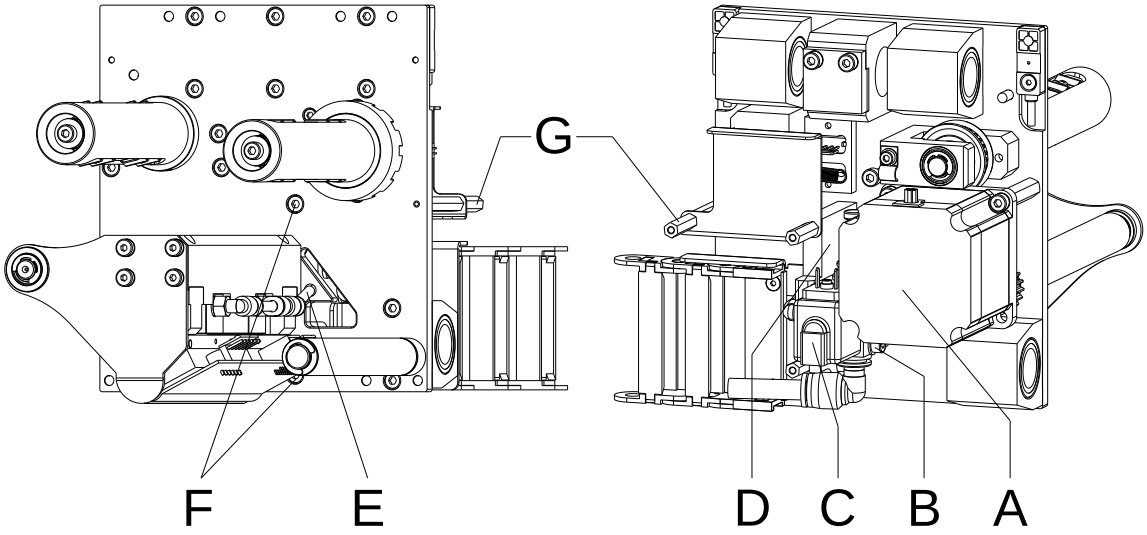

Abbildung 32
1. Neues Ventil (C, Abbildung 32) platzieren und kompletten Halter für Ventil (D, Abbildung 32) mit Anbauteilen nach vorne drücken.
2. Schraube (B, Abbildung 32) festziehen.
3. Pneumatikschlauch (E, Abbildung 32) aufstecken.
4. Schrauben (F, Abbildung 32) festziehen.
5. Sechskantbolzen (G, Abbildung 32) festziehen.